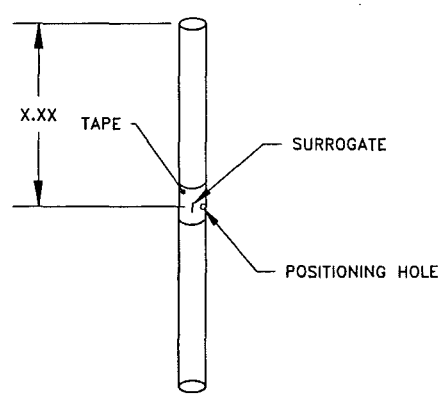

Figure 2-3. Recording the Surrogate Sample Position
1. Mount the surrogate on the straw and note its position so that the actual sample that will be measured can be placed in exactly the same position. You can indicate the position of the surrogate by measuring its position from the top of the holder or, if you are using a plastic straw for a sample holder, by placing a small pin hole in the straw at the location of the surrogate. Refer to figure 2-3.